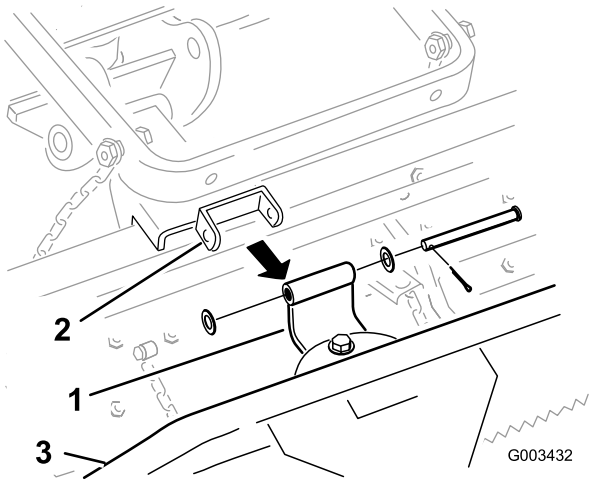

Figuur 12
B. Verwijder de borgpen, de ringen en de gaffelpen waarmee de gebogen draaibeugel is bevestigd aan de getande hark (Figuur 12).
C. Verwijder de gebogen draaibeugel en de bevestigingen van de geveerde hark (Figuur 12).